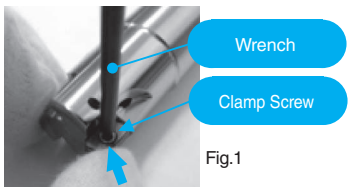

Fig.1
(1) Attach the screw (magnetic head) to the front end of the wrench.
(2) While lightly pressing the insert against the constraint surfaces, put the screw into the hole of the insert and tighten. (Ref. to Fig. 1.)